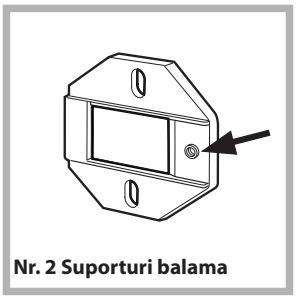

Fig. 1
- Montați suporturile de balama pe partea frontală poziționând orificiul indicat printr-o săgeată în *fig. 1* spre partea interioară a părții frontală interpunând un distanțier (*fig. 4/B),* cu ajutorul unui șurub de tip C.